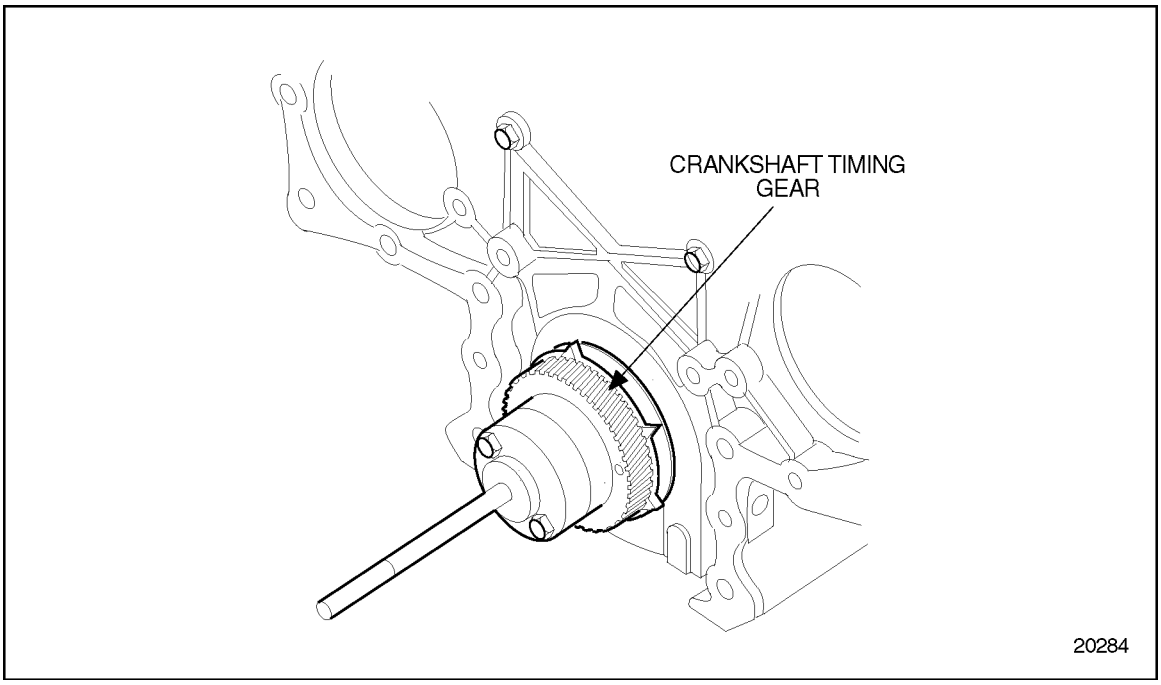

Figure 1-448 Crankshaft Timing Gear Indexing
5. Index the keyway of the crankshaft timing gear with the Woodruff key in the crankshaft. Tap the gear with a plastic hammer or fiber mallet, to ensure that the key is started in the keyway. See Figure 1-448.